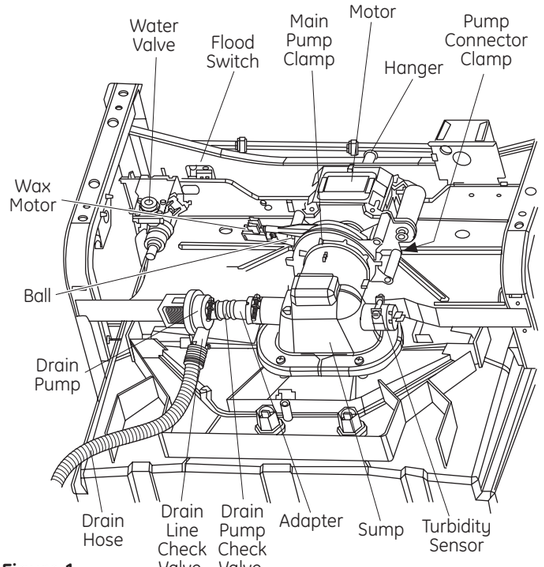
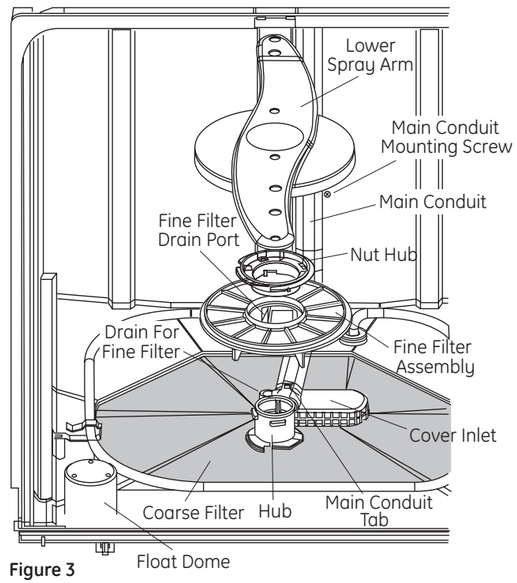

Figure 1
Figure 3
2. Check cover inlet (Figure 3) in the bottom of the tub. Make sure that it is clear of food particles.
5. Remove lower spray arm (Figure 3).
6. Remove main conduit mounting screw (Figure 3).
7. Lift main conduit tab, pull and rotate main conduit out of hub (Figure 3).
8. Remove the cover inlet, check sump and drain outlet (Figure 3). It may be blocked by a toothpick or other object.
9. Check drain pump valve (Figure 1) for correct operation. Water should flow only from the pump to the drain hose.
10. Drain line check valve (Figure 1) must pass water in the drain line direction only.
2. On inside of dishwasher, remove the cover inlet (Figure 3) and reach down into the sump (Figure 1). Check for blockages such as bone, wire ties, etc. If it contains debris, clean thoroughly. If motor shaft cannot be turned, remove mechanism.
1. Remove cover inlet (Figure 3). With syringe, remove all water from sump (Figure 3).
2. Loosen main pump clamp and pump connector clamp (Figure 1).
3. Remove hanger that holds motor to tub frame (Figure 1).
To Remove Lower Arm and Fine Filter Assembly (Figure 3):